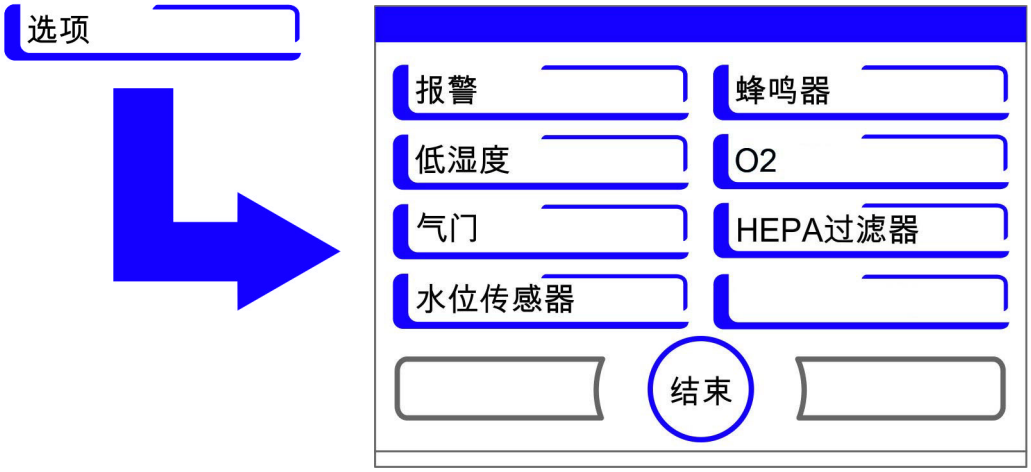

图 6-35. 选择菜单选项
通过选择菜单**选项**（图 6-35）可以访问用于设备功能选项的所有设定对话框：
- 出现在 图 6-35 中所示的选择对话框。